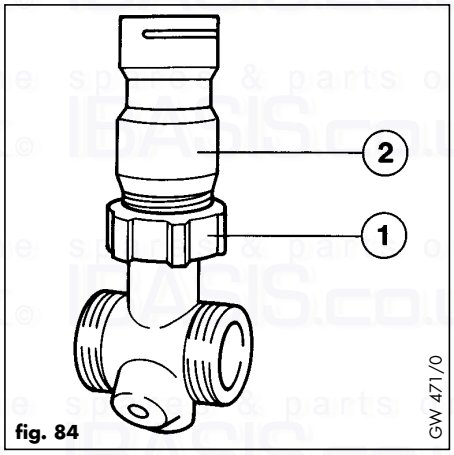

fig. 84
- Undo union (1, fig. 84) and remove bypass (2, fig. 84).